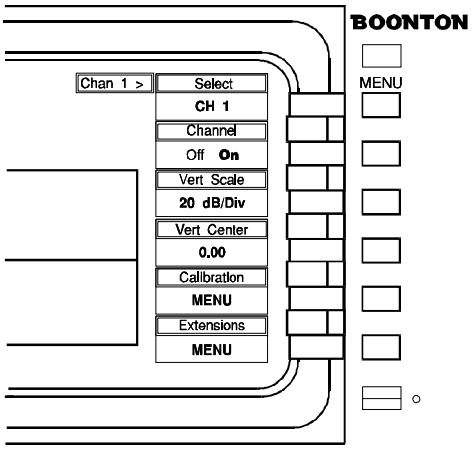

Figure 4-1a. *Chan 1* > Menu
4. Two entries (one of which is highlighted) appearing side-by-side within a menu indicate a *Toggle*. See, for example, the *Chan 1 > Channel* selection box in Figure 4-1a. Press the associated menu key to toggle the selection between "Off" and "On."
5. A *Parameter Value* in a selection box represents the current value of that parameter. See the *Chan 1 > Vert Center* selection box in Figure 4-1a. To change a Parameter Value, highlight the selection by pressing the associated menu key. Normally one of the selection boxes will be highlighted automatically each time a menu is activated. Highlighting is indicated by a color change of the selection box.